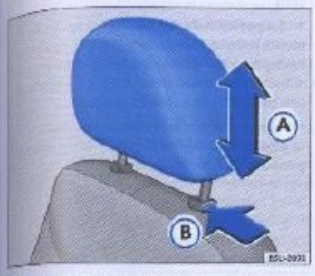

Fig. 77 Ajustar o remover los apoyos para cabeza delanteros
– Desplace el apoyo para cabeza hacia arriba o hacia abajo -flecha- ⇒ fig. 77 Ⓐ, hasta alcanzar la altura correcta ⇒ página 100.
– Presione la traba en el sentido de la flecha ⇒ fig. 77 Ⓑ. Mantenga la traba presionada y, al mismo tiempo, tire del apoyo hacia afuera ⇒ ⚠.